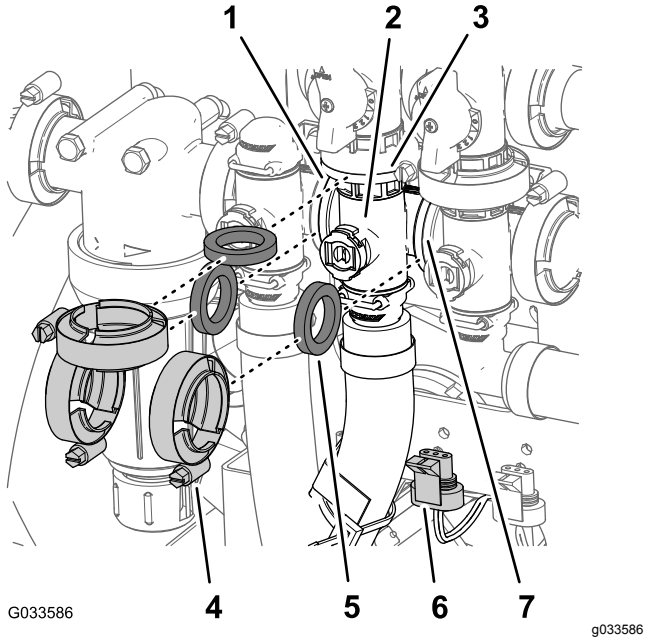

Figuur 112
1. Verwijder de 3 flensklemmen en 3 pakkingen waarmee de verdeler voor de mengklep is bevestigd (Figuur 112) aan de mengomloopklep, de regelklep voor de gebruiksdosis en de hoofdspuitboomklep.